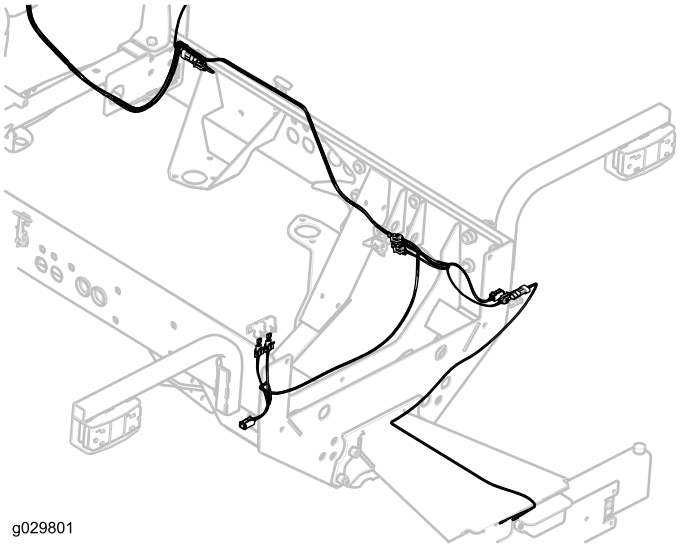

Figure 40
23. Route the wiring harness to the registration plate light and plug the wiring harness connector into the light connector, if applicable (Figure 40).